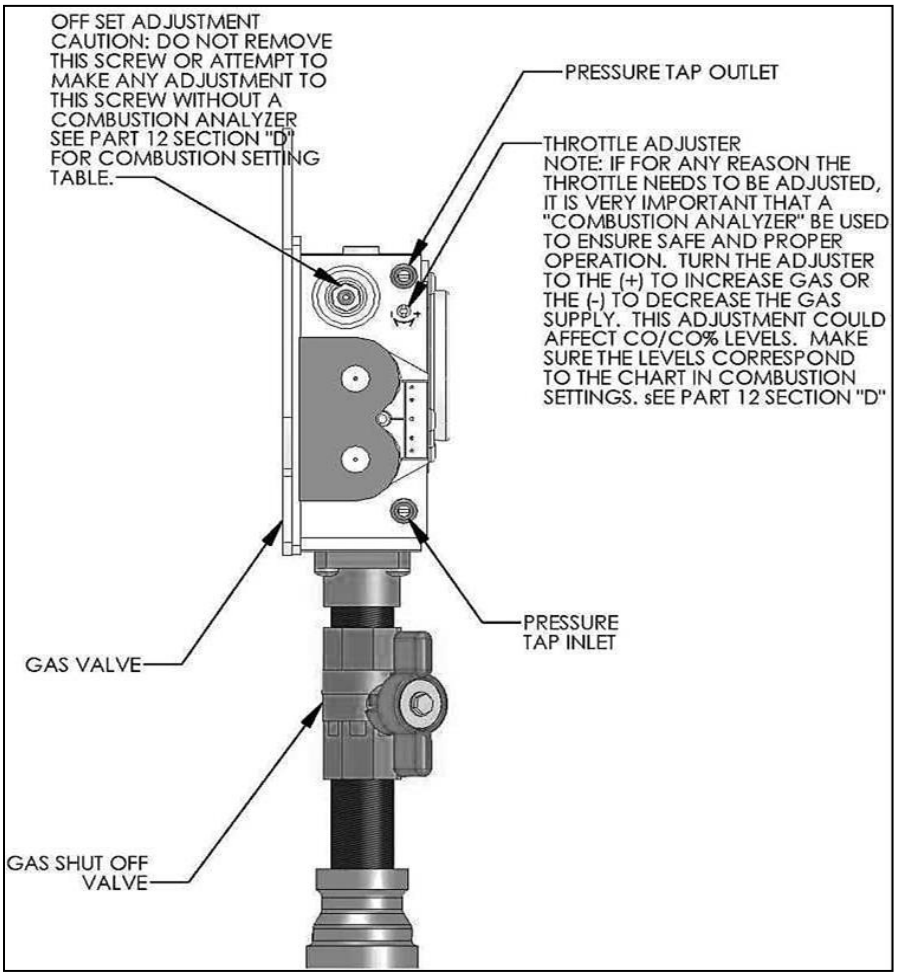

Figure 28 – LP-171-N
2. Loosen the pressure tap with a small screwdriver. Refer to Figure 28 for location.
3. Each boiler is equipped with a needle valve that will accept a 5/16 ID hose to connect to a digital manometer or liquid gauge designed to measure incoming pressure from 0-35” w.c. See Figure 28.